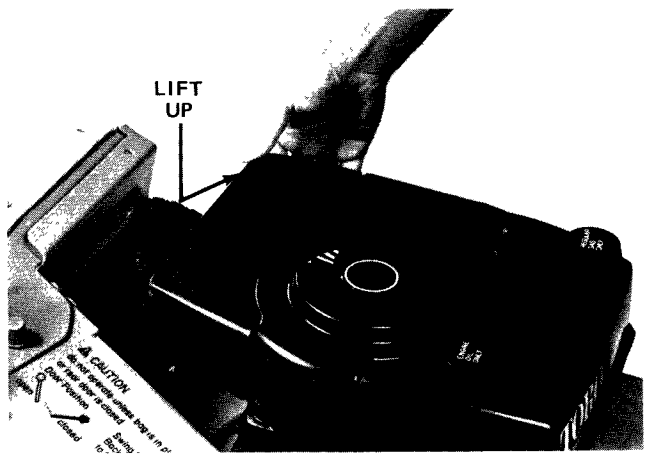

Figure 19
2. Place fingers under cover and lift it up (Fig. 19). Clean cover if it is dirty.